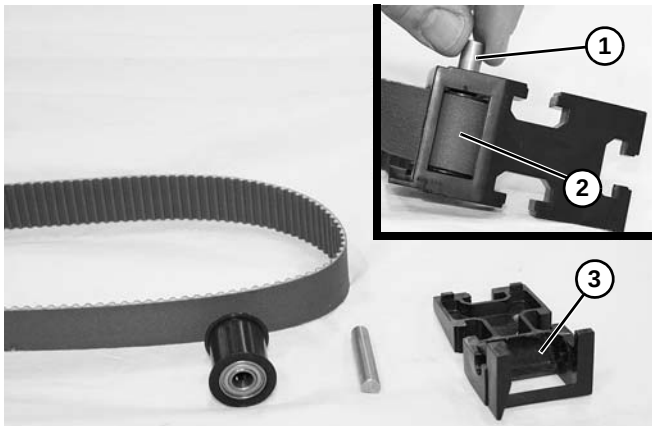

Figure 18
10. Remove roller pin **(Figure 18, item 1)** and roller assembly with belt **(Figure 18, item 2)** from end cap **(Figure 18, item 3)** on both ends of belt.